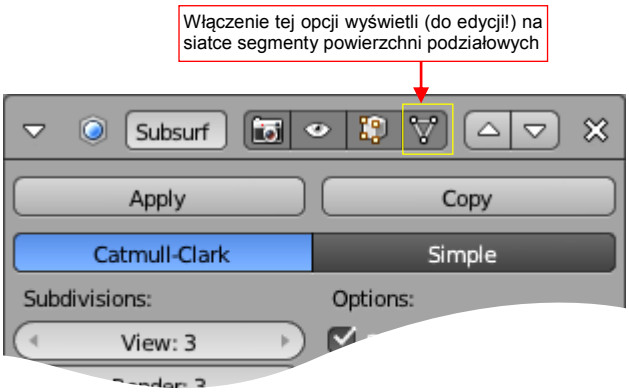

Rysunek 8.2.17 Blender: przełącznik wyświetlania segmentów powierzchni podziałowych
- W Blenderze, podczas edycji siatki, możesz się swobodnie przełączać pomiędzy ścianami powłoki sterującej i jej segmentami. Służy do tego niepozorny przełącznik w panelu modyfikatora *Subdivision Surface* (Rysunek 8.2.17).